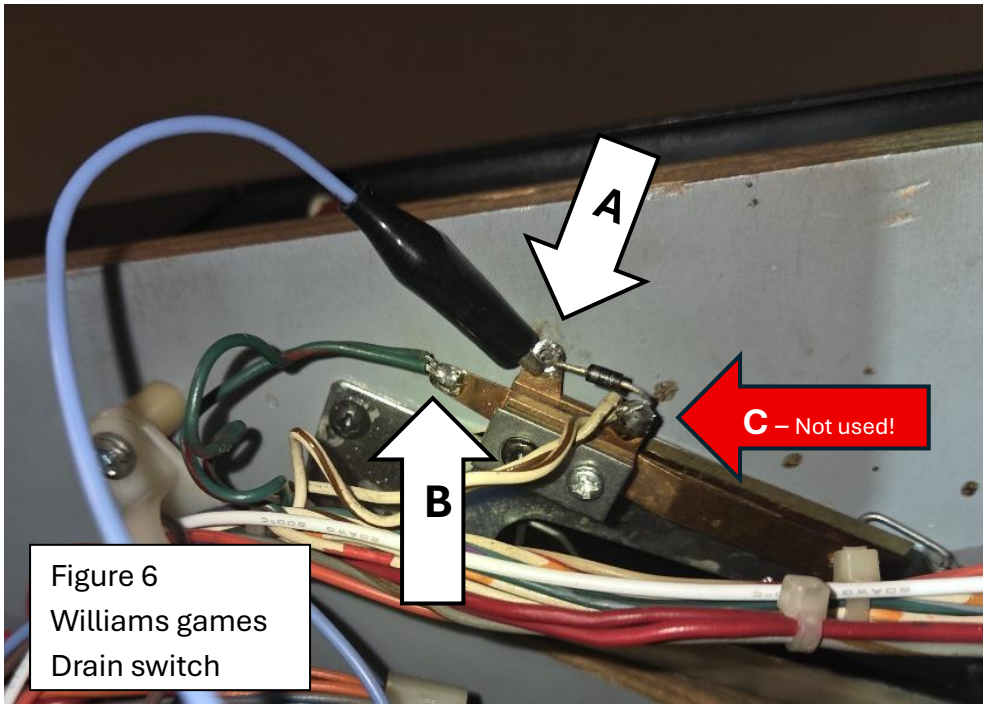

Figure 6
2.3 Now find the drain ball switch in the lower playfield. The drain ball switch is the switch that a ball first hits after draining. Attach the blue wire clip directly to one of the two solder lugs that are connected to the switch (A or B). Be sure to connect directly to the switch lug if a diode is present and not to the diode side to which wires are connected back to the machine (Not to C). Sometimes the drain switch will have an extra lug, as in Figure 6, which is used only for connection between the diode and wires back to the machine (C). Also, be certain that the blue wire clip is electrically connected since an incomplete
connection will yield false results. See Figure 6. * A Williams game switch is shown, but others are similar except for diode location.
- Note that while the built-in wiring check in option one of step 2 is a great help in identifying correct wiring locations, if the blue wire clip is not connected properly, or if it is on the incorrect side of a diode which is attached to the drain switch, the BallSaver will not report correctly. Be certain that the blue wire clip is connected directly to one side of the drain switch or the other and NOT through the diode. See Figure 6. This wiring check typically will work only for Williams and Gottlieb games.